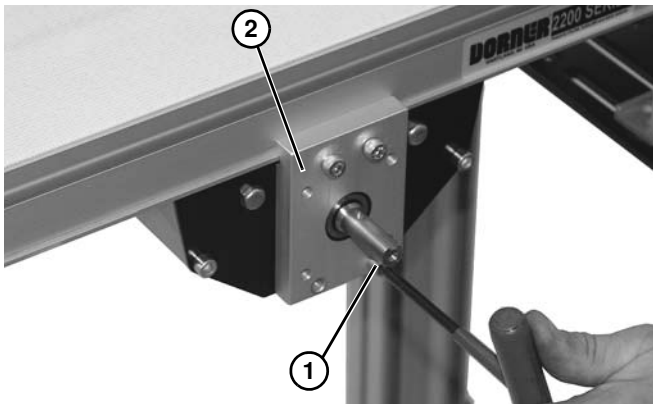
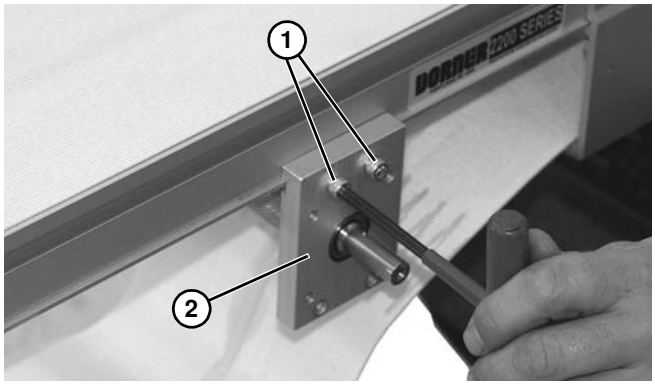

Abbildung 72
Abbildung 74
3. Eine Innensechskantschraube **(Abbildung 72, Teil 1)** von jeder Seite des Montageblocks **(Abbildung 72, Teil 2)** lösen.
5. Zwei Innensechskantschrauben **(Abbildung 74, Teil 1)** von jeder Seite des Montageblocks **(Abbildung 74, Teil 2)** lösen.
10. Innensechskantschrauben **(Abbildung 72, Teil 1)** und **(Abbildung 74, Teil 1)** auf 7 Nm festziehen.